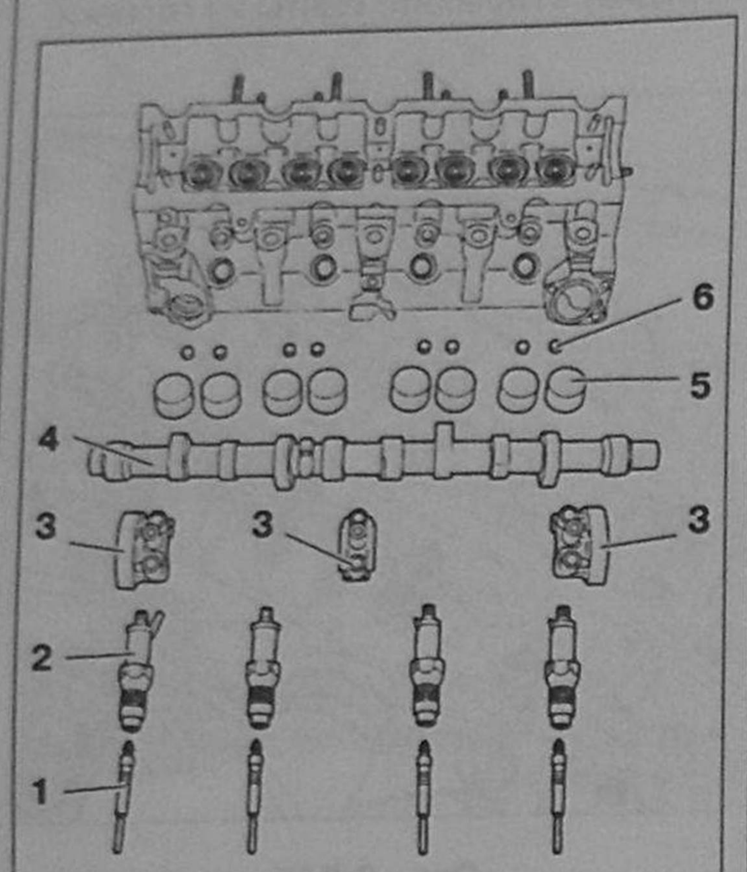

Рис. 6.219.
- регулировочные шайбы **6** (рис. 6.219);
- толкатели клапанов **5** (рис. 6.219).
33. Установите распределительный вал **4** (рис. 6.219.)
34. Установите крышки подшипников распределительного вала **3** (рис. 6.219).
36. Установите дизельные форсунки **2**, затянув их моментом 90 Нм (рис. 6.219).